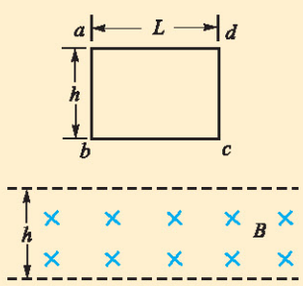

图 1-5-4
2. 如图 1-5-4 所示，电阻为 R 的矩形导线框 $abcd$，边长 $ab=h$，$ad=L$，质量为 m. 此线框从某一高度处自由落下，通过一匀强磁场，磁场方向垂直纸面向内，磁场区域的宽度为 h. 若线框恰好以恒定速度通过磁场，线框中产生的焦耳热等于多少？（不计空气阻力）